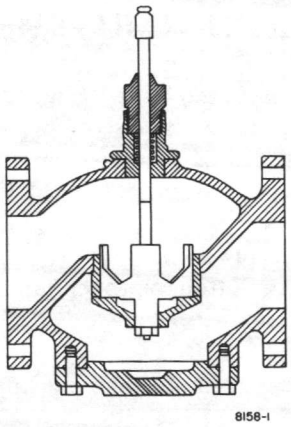

Fig. 11. Cutaway of Reverse Acting V5011 Flanged Body Valve.
d. V5011B & E Reverse Acting Flanged Body Valves. Unscrew the Bonnet. The Stem and Plug cannot be removed until the Adapter Flange at the bottom of the valve is removed by unscrewing the Mounting Screws (Fig. 11).